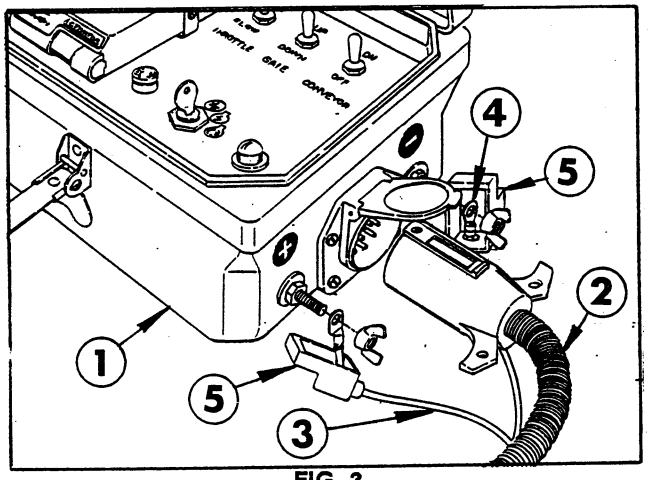

FIG. 3
1. Lift the cover plate on the receptacle in the Control Box as shown in FIG. 3.